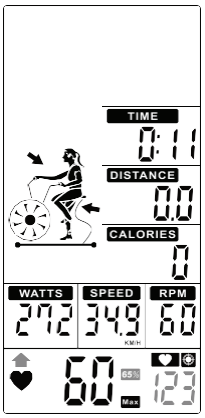

Figure 47
4. When Heart Rate goes below to 65%, ⬆ & 65% value will flash. And buzzer sounds in every 10s until user HR achieve above 65% (Figure 47).